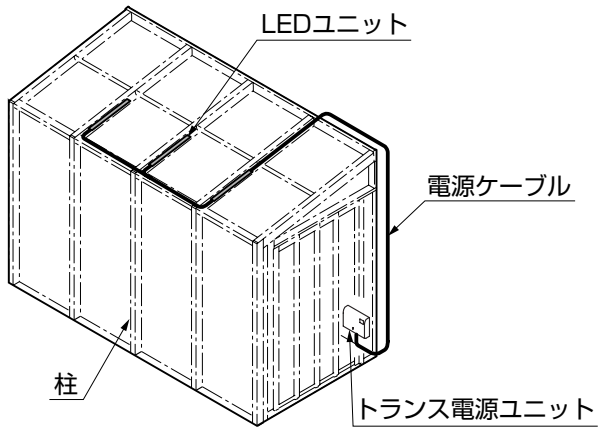
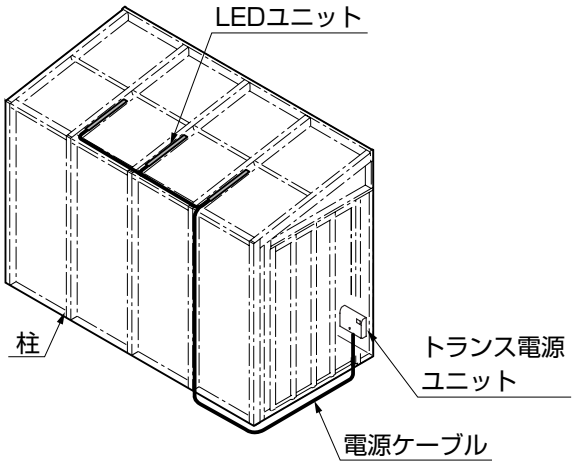
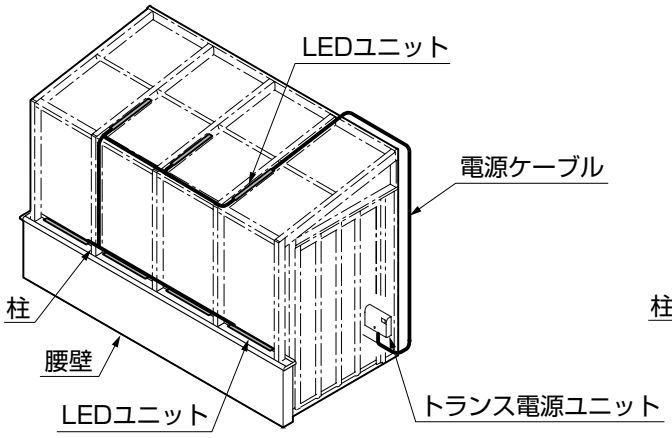
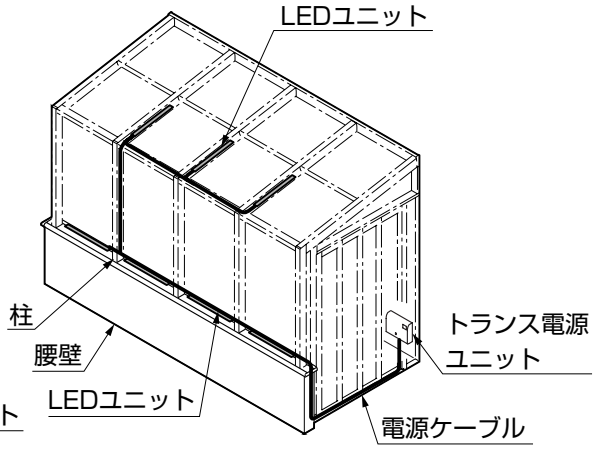

図1-27
図1-28
図1-29
図1-30
- ●LEDユニットの配線は、躯体側から上部へ周す場合の図1-27、図1-29と柱側、腰壁側から下部へ周す場合の図1-28、図1-30の方法があります。
- ●ワイヤレスガーデンスピーカーを取付ける場合、その電源ケーブルの配線は、LED照明用電源ケーブルの配線図1-27、図1-29を参考に、同様に行なってください。ただし、電源は家庭用100V電源を使用してください。